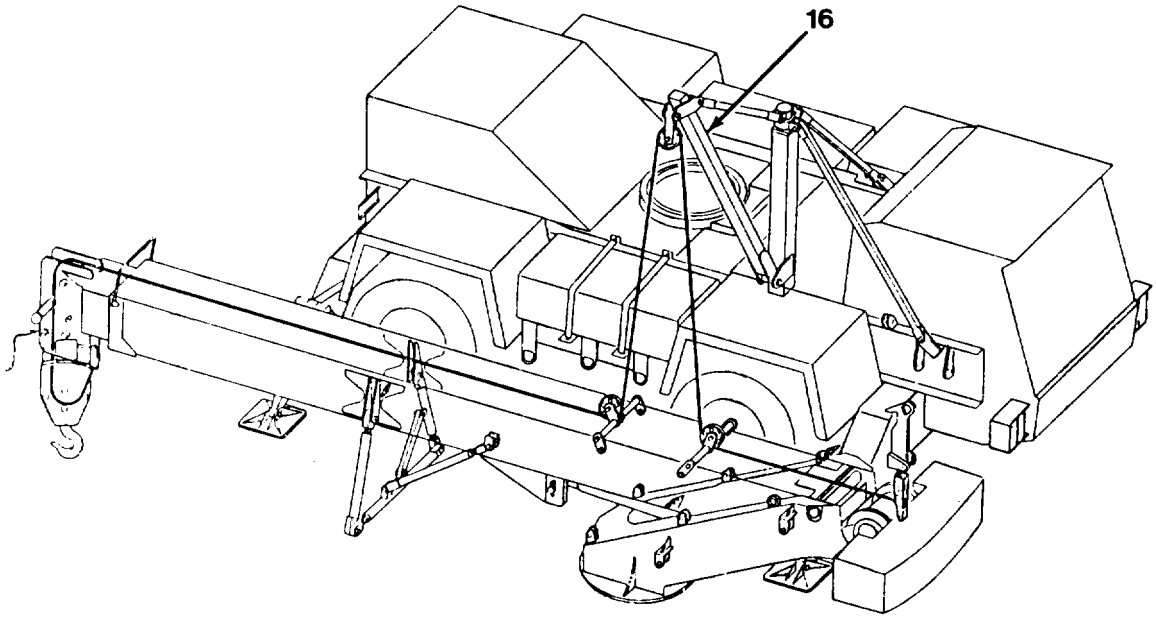

Figure 5-30 *Lowering Upperstructure on Support*
4. Lower upperstructure on to front support between outriggers. Position of lift arm (16) should be straight out from side of carrier frame (Figure 5-30).